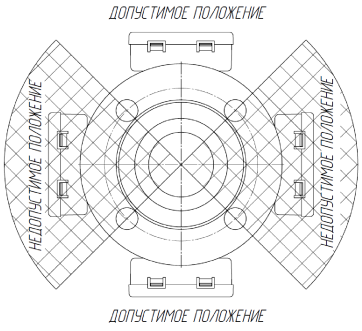

Рисунок 3
- расходомер Ду50-200 должен быть расположен вертикально относительно трубы во избежание скопления воздуха в соответствии с рис.3;